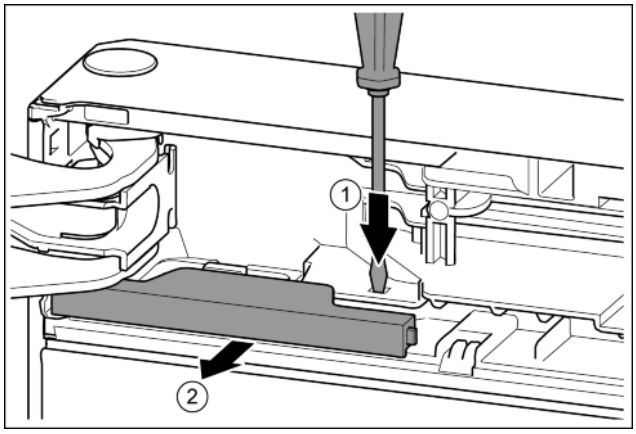

*Fig. 11*
▶ Press the tab with the slotted screwdriver. *Fig. 11 (1)*
▶ Pull cover out of the catch mechanism. *Fig. 11 (2)*